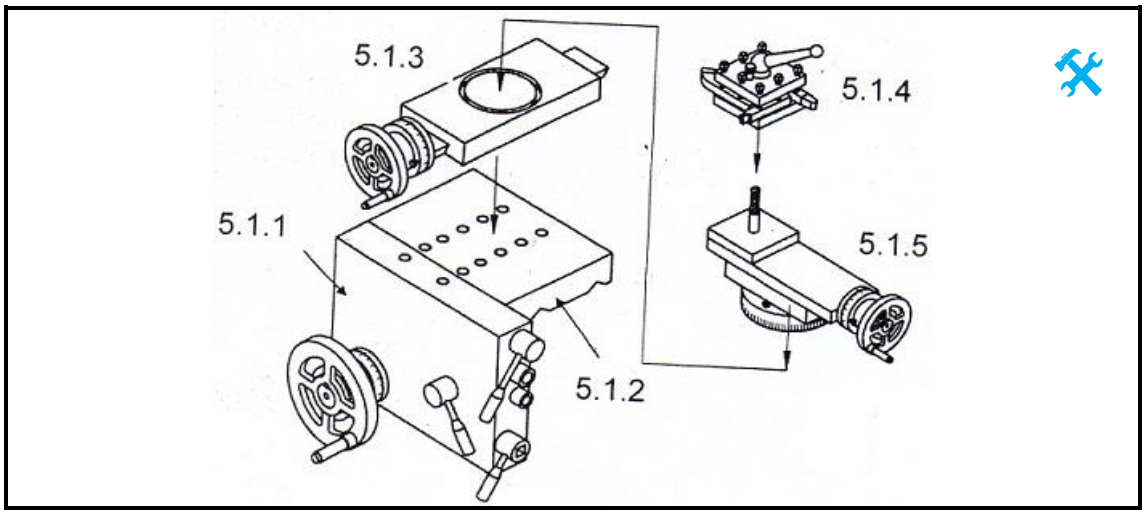

FIGUUR 4
5.1 'n Slee is die samestelling van verskeie dele van 'n senterdraaibank wat oor die draaibankbed kan beweeg. FIGUUR 4 toon sommige van hierdie komponente.
Benoem die komponente in FIGUUR 4 deur slegs die antwoord langs die vraagnommer (5.1.1–5.1.5) in die ANTWOORDBOEK neer te skryf. (5 × 1) (5)